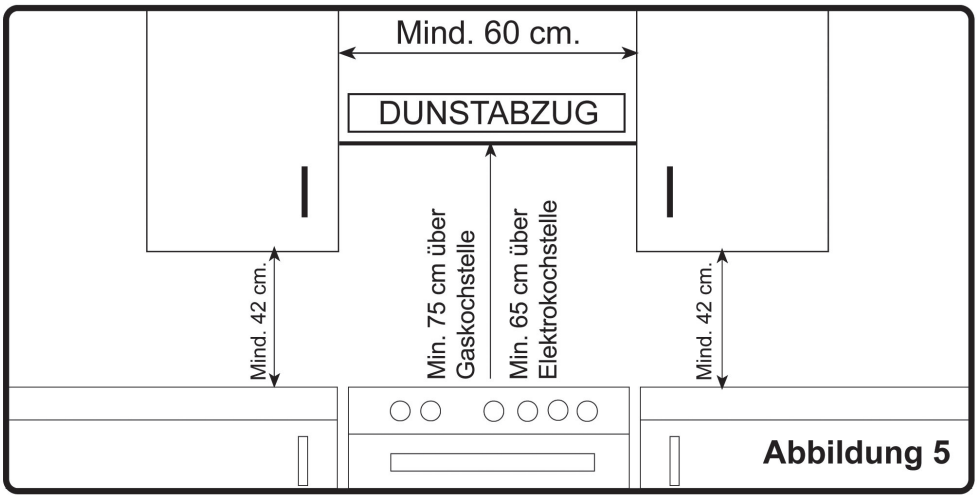

Abbildung 5
**Die unbedingt einzuhaltenden Mindestabstände von Hängeschränken und einer Dunstabzugshaube über dem Gerät sind aus Abbildung 5 ersichtlich.**